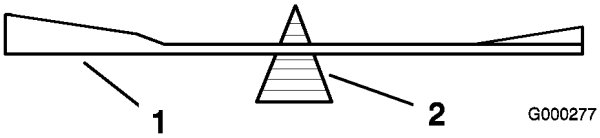
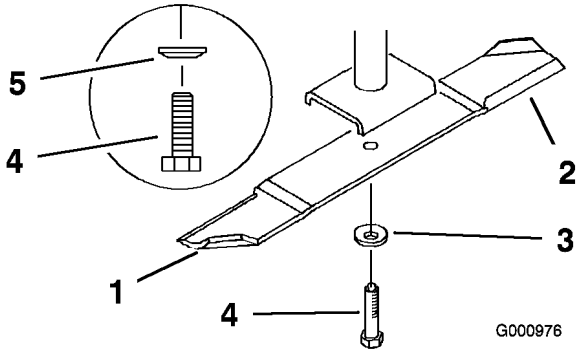

Figur 79
Figur 80
2. Fjern knivbolten, bueskiven og kniven fra spindelakselen (Figur 80).
2. Sjekk knivens balanse ved å legge den på en balanseringsinnretning (Figur 79). Hvis kniven holder seg i horisontal stilling, har den riktig balanse og kan brukes. Hvis kniven ikke er i balanse, files litt av metallet på enden av vingeområdet bort (Figur 80). Fortsett med dette helt til kniven er balansert.
1. Monter kniven på spindelakselen (Figur 80).
2. Monter boltene, avstandsstykkene og knivbladene. Fjærskivekonusen må installeres mot bolthodet (Figur 80). Stram knivbolten med et moment på 115-150 Nm.